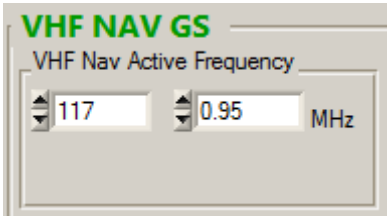

Figure 14 Tuning NAV Frequency
4) Connect a 117.950 MHz signal with 1 KHz 30% AM RF Level -109dBm from the signal generator to the NAV antenna port. Adjust the radio to Channel 117.950 MHz (Figure 14). Monitor SINAD of the NAV audio on the audio analyzer, reading should be more than 6dB.